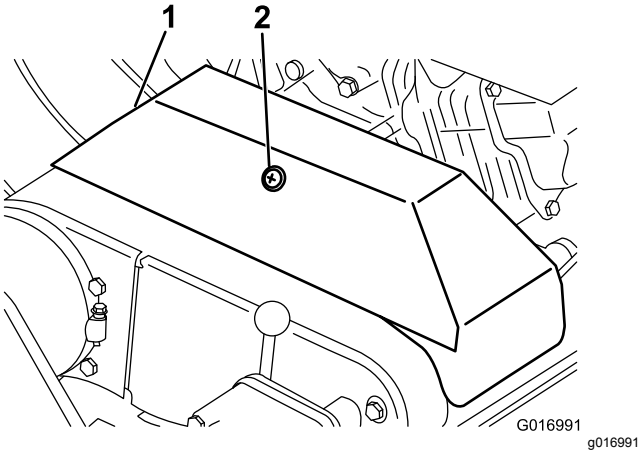

Rysunek 46
2. Poluzuj element ustalający mocujący pokrywę paska klinowego i otwórz pokrywę poprzez jej obrócenie (Rysunek 46).